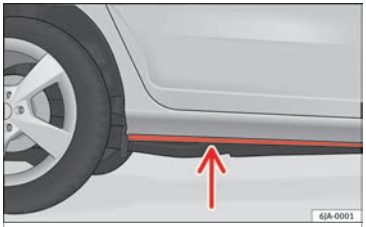

Fig. 181 Driving through water.
- Determine the depth of the water before entering. Water can reach a maximum height of below the door sill ›› Fig. 181.